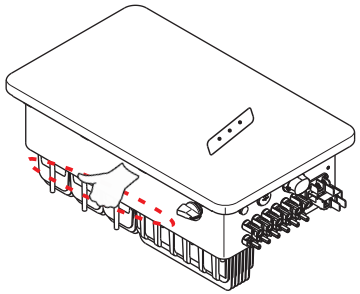

图4.2 可扶抬区域
2.打开箱子后,拿出逆变器,虚线区域为可扶抬的区域，两边为同一位置。（如图4.2所示）